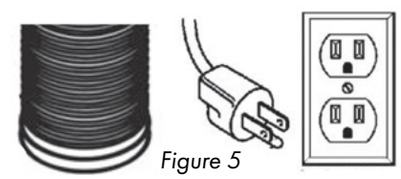

Figure 5
5. Make your electrical and ducting connections. Try and minimize the use of elbows. More elbows and longer runs create higher static pressure. The hood comes with a grounded three prong plug that can be plugged into a 15 amp. circuit. The cord is 36″ long. *Figure 5*